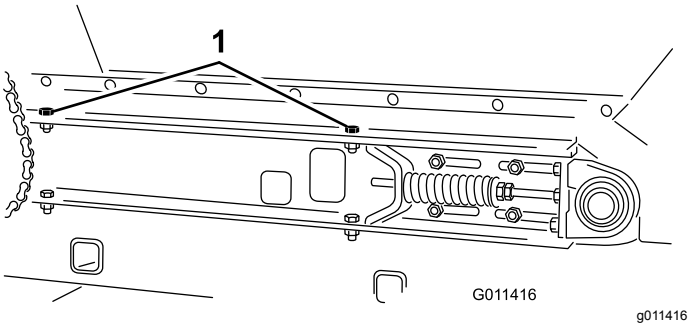

Figur 32
4. Ta bort de två huvudskruvar, brickor och muttrar på var sida av maskinen som fäster tråget till glidflaket (Figur 32).